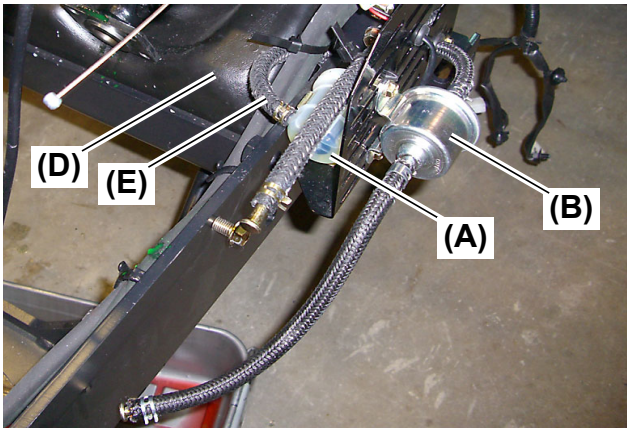
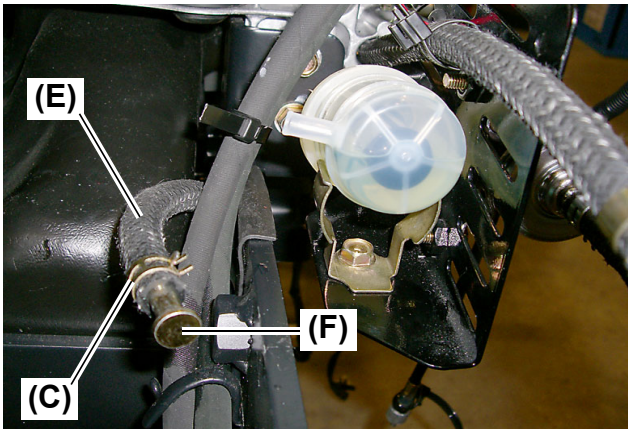

Fig. 2
Fig. 3
3. Disconnect the fuel hose **(Fig. 2, 3, (E))** from the fuel filter **(Fig. 2, (A))**. Plug the fuel hose **(Fig. 2, 3, (E))** with a 0.32 in. (8mm) pin **(Fig. 3, (F))** or clamp with fuel line pliers.
4. Disconnect the other fuel hose **(Fig. 2, 3, (E))** to the fuel filter separator **(Fig. 2, (A))** and plug the fuel hose **(Fig. 2, 3, (E))** with a 0.32 in. (8mm) pin **(Fig. 3, (F))** or clamp with fuel line pliers.
- Install the fuel filter in the orientation shown in **Fig. 2**.
- In order to prevent fuel leakage, insert a pin **(Fig. 3, (F))** of 0.32 in. (8 mm) in diameter into the fuel hose **(Fig. 2, 3, (E))** and then clamp with a hose clamp **(Fig. 3, (C))** or clamp with fuel line pliers.